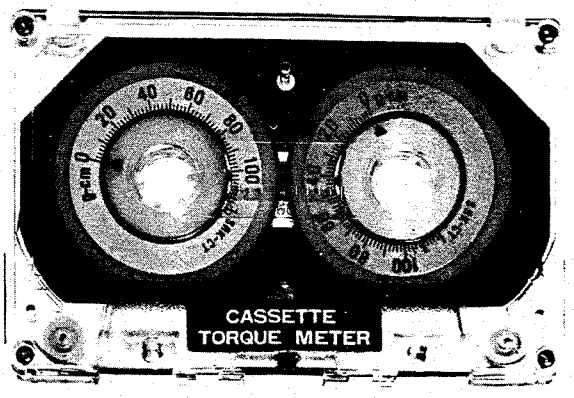

Fig. 22
3. Couple de friction 57, Fig. 22.
3. Rutschkupplung 57 (Abb. 22)
3. Coppia di frizione 57 (Fig. 22)